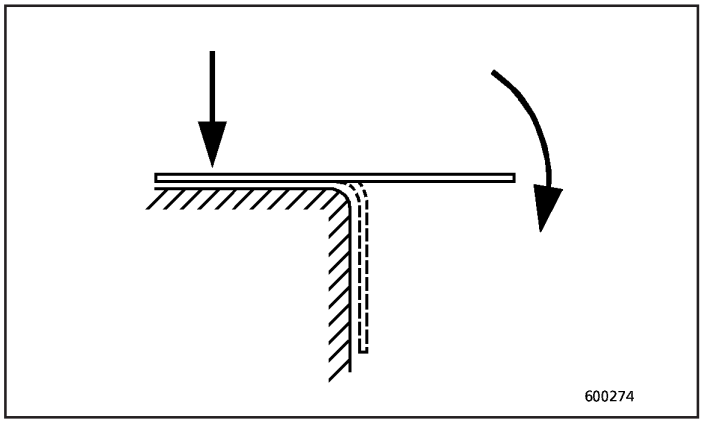

Fig.16
- Dobramento da extremidade (Fig. 16):